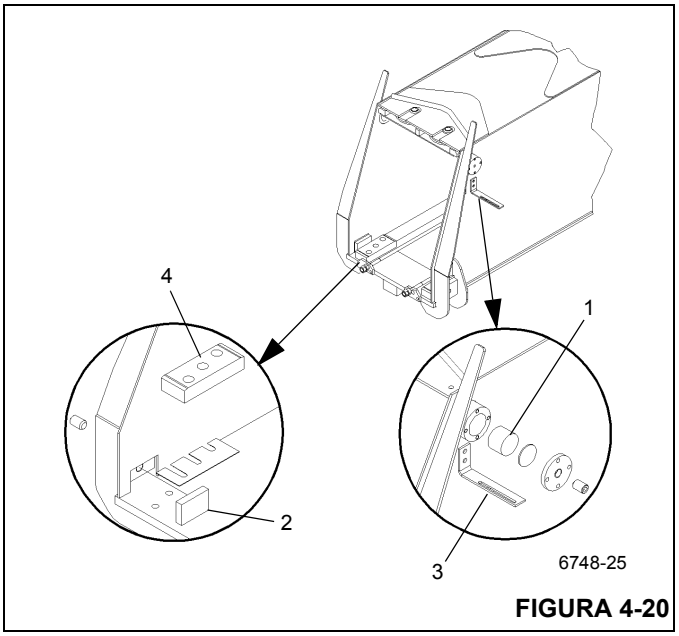

FIGURA 4-20
6. Saque los tornillos que fijan cada almohadilla de desgaste lateral superior (Figura 4-20, 1) e inferior (Figura 4-20, 2) a la parte delantera de la sección central interior. Retire las almohadillas de desgaste y los suplementos. Guarde los suplementos con cada almohadilla de desgaste individual para la reinstalación.
7. Retire la escuadra de montaje de la guía de cables de RCL (Figura 4-20, 3) (parte superior del lado izquierdo solamente).
8. Levante la parte delantera del conjunto y quite los pernos y las almohadillas de desgaste (Figura 4-20, 4) del fondo de la sección central interior.